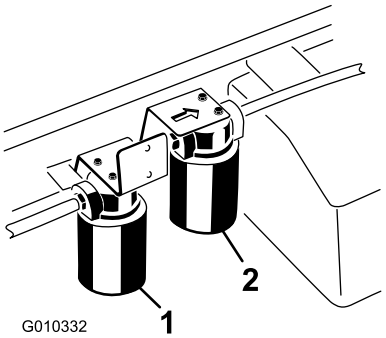

**Figur 74**
2. Rengør området omkring det sted, hvor filteret er monteret. Anbring en drænbakke under filteret, og afmonter filteret (Figur 74).